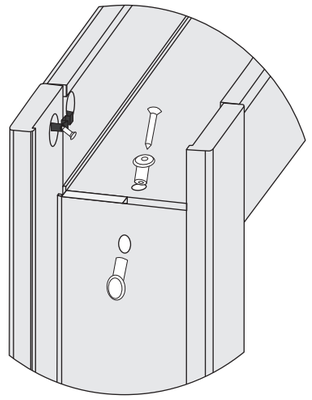

rys. 1 - Łączenie ościeżnicy przy pomocy złącz i wkrętów
-Elementy montażowe, Akcesoria są dostarczane w dwóch woreczkach. W jednym znajdują się: zaślepki gniazd zawiasów (2 woreczki), łącznik metalowy z wkrętem, (4 szt), wkręty 3,5x25(6szt) oraz klucz imbusowy; W drugim znajduje się zmienna (zależna od zakresu ościeżnicy) ilość łączników plastikowych do łączenia desek nośnych wraz z wkrętami 3,5x35.(**sposób montażu przedstawiono na rys. 1**)
4. Wyjąć wszystkie kątowniki ruchome i na równej powierzchni ułożyć bazy pionowe pod kątem prostym w stosunku do belki a następnie połączyć narożniki kątowników przy pomocy łączników metalowych (2x) i deski nośnej przy pomocy dwuelementowych złączy plastikowych do mocowania wkrętów, zwracając szczególną uwagę na dokładne połączenie kątowników opaskowych od strony zewnętrznej (okleinowanej). (rys. 1)